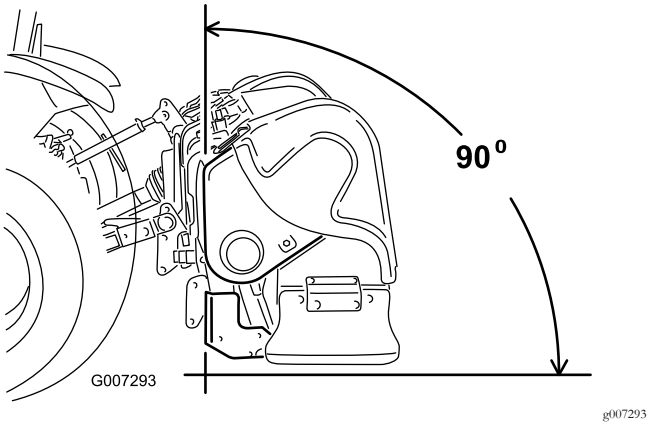

**Figur 7**
**Bemærk:** Dybdelufterens forende skal være i lodret position, når lufteren betjenes, for at opnå den bedste luftningshulkvalitet (Figur 7). Juster den øverste forbindelse for at holde denne vinkel. Se Betjening (side 20) for yderligere oplysninger.